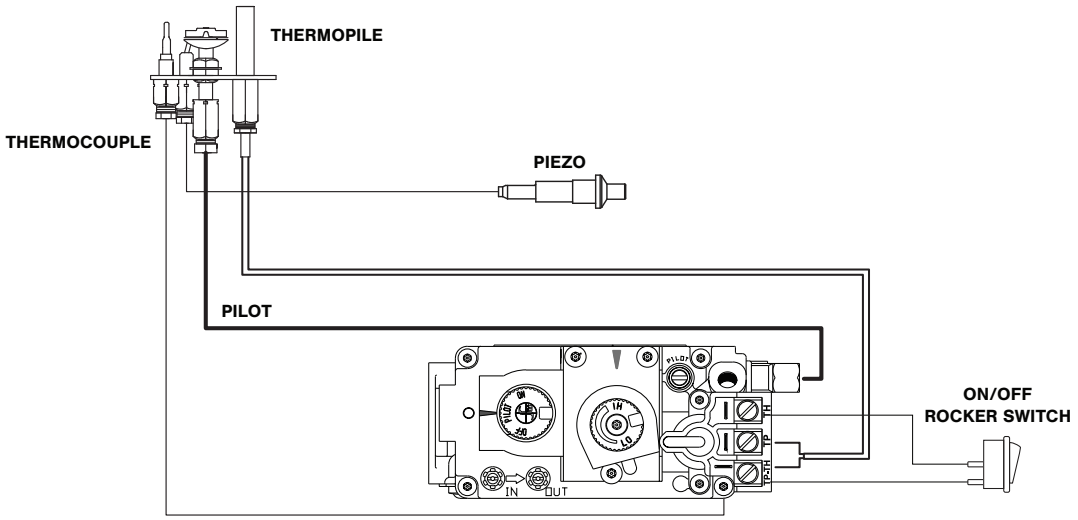

Figure 8.3, Millivolt Gas Valve Wiring Schematic with ON/OFF Rocker Switch
- It is optional to disable rocker switch operating the main burner by disconnecting the wires from the back of the gas valve (Figure 8.3).